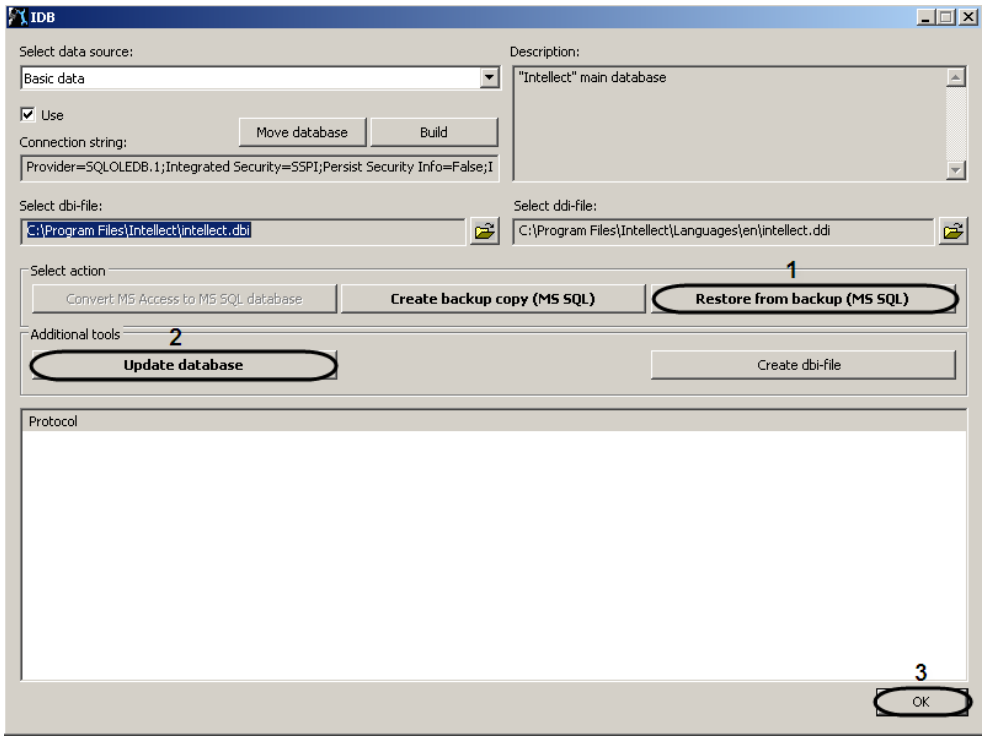

Figure 8.3-29 Restoring from backup
8. To restore Intellect configuration database click **Restore from backup (MS SQL)** (Figure 8.3-29, 1). Select configuration backup copy in opened window.
9. To update database click **Update database** (Figure 8.3-29, 2).
10. Click the “OK” button to shut down the idb.exe utility (Figure 8.3-29, 3).